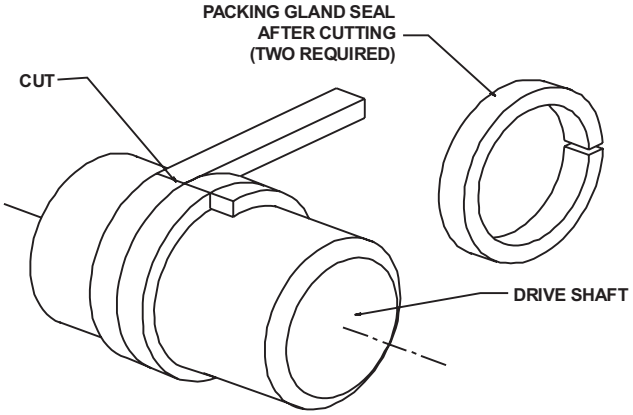

FIGURE 4-6
4.3.4 Wrap the packing gland material (supplied) around the seal diameter of the drive shaft and cut the packing to length. Two (2) pieces are required. See Figure 4-6.